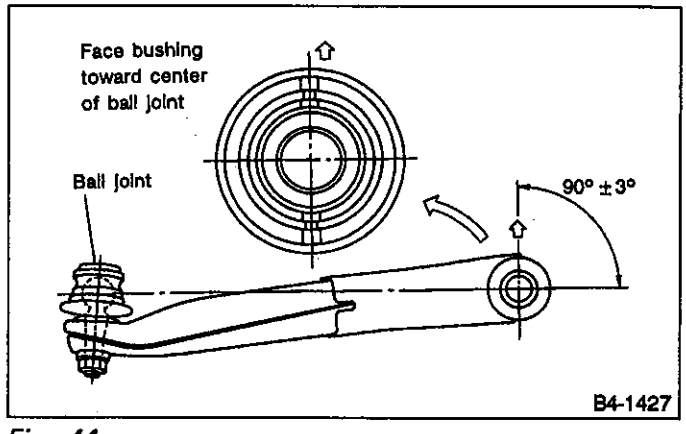

Fig. 44
b. Install front bushing in correct direction, as shown in Figure 44.